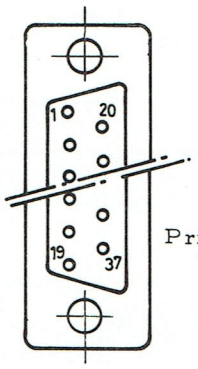

**Fig 25**
- Le connecteur de sortie imprimante est une prise à 37 broches femelles SOCAPEX (série 70). Vu de l'extérieur, le repérage est comme indiqué Figure 25